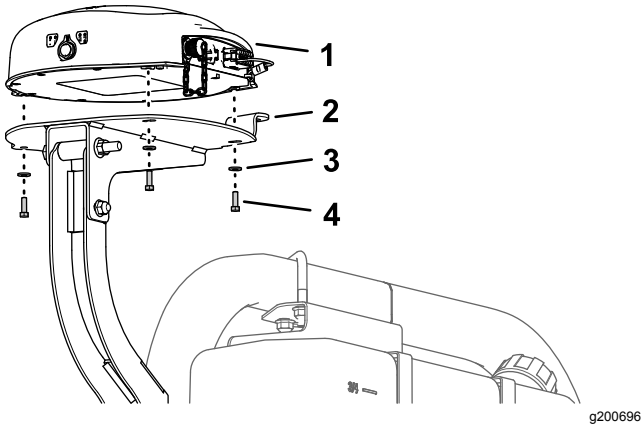

Figur 156
1. Innrett de tre gjengede hullene på undersiden av navigasjonsmottakeren med de tre hullene i mottakerfestet (Figur 156).
2. Monter mottakeren til festet (Figur 156) med tre sekskantbolter (5 x 16 mm) og tre skiver (5 mm).